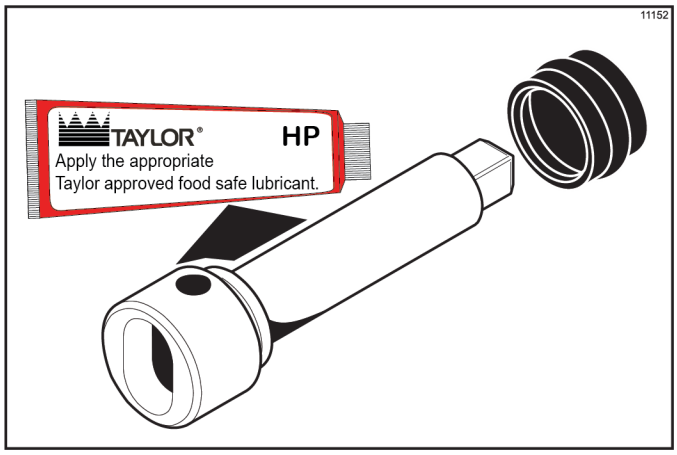

Figure 6-2
1. Before installing the shake beater driveshaft, lubricate the groove on the beater driveshaft. Slide the beater driveshaft boot seal over the small end of the beater driveshaft and engage into the groove on the shaft. Heavily lubricate the inside portion of the boot seal and also lubricate the flat end of the boot seal that comes in contact with the rear shell bearing. Apply an even coat of lubricant to the shaft. **Do not** lubricate the square end. (See Figure 6-2.)